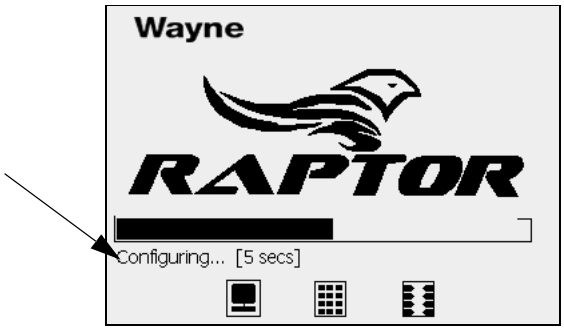

Figure 13-5 Initialization Complete
4. As each of the critical devices (display, keypad, and softkeys) is initialized, its icon darkens. See Figure 13-5 for an example. If there are any problems, an error message is displayed. Refer to the dispenser's service manual to address these issues.
5. After the devices are initialized, the “Configuring...” message is displayed with a countdown. See Figure 13-5. Press and release SoftKey #2 (second key down on the left side of the display) to enter System Configuration. The message is displayed for only 5 seconds.